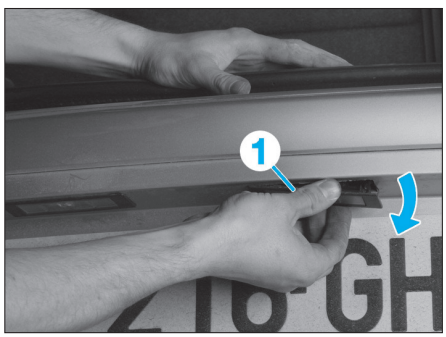

Fig. 167
• Dégrafer les éclaireurs de plaque (1) **(Fig.167)**.